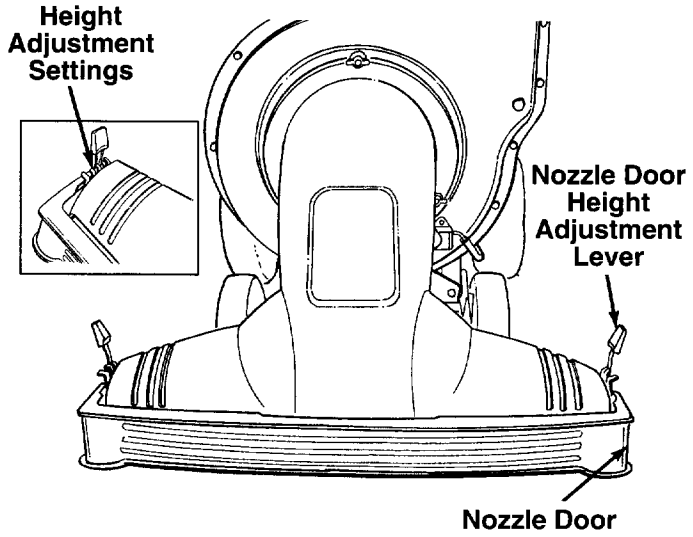

FIGURE 11.
B. Your chipper-vacuum unit has a nozzle door height adjustment lever with three settings on each side of the nozzle door. See figure 11 for its actual location. The nozzle door height has to be adjusted according to the conditions.